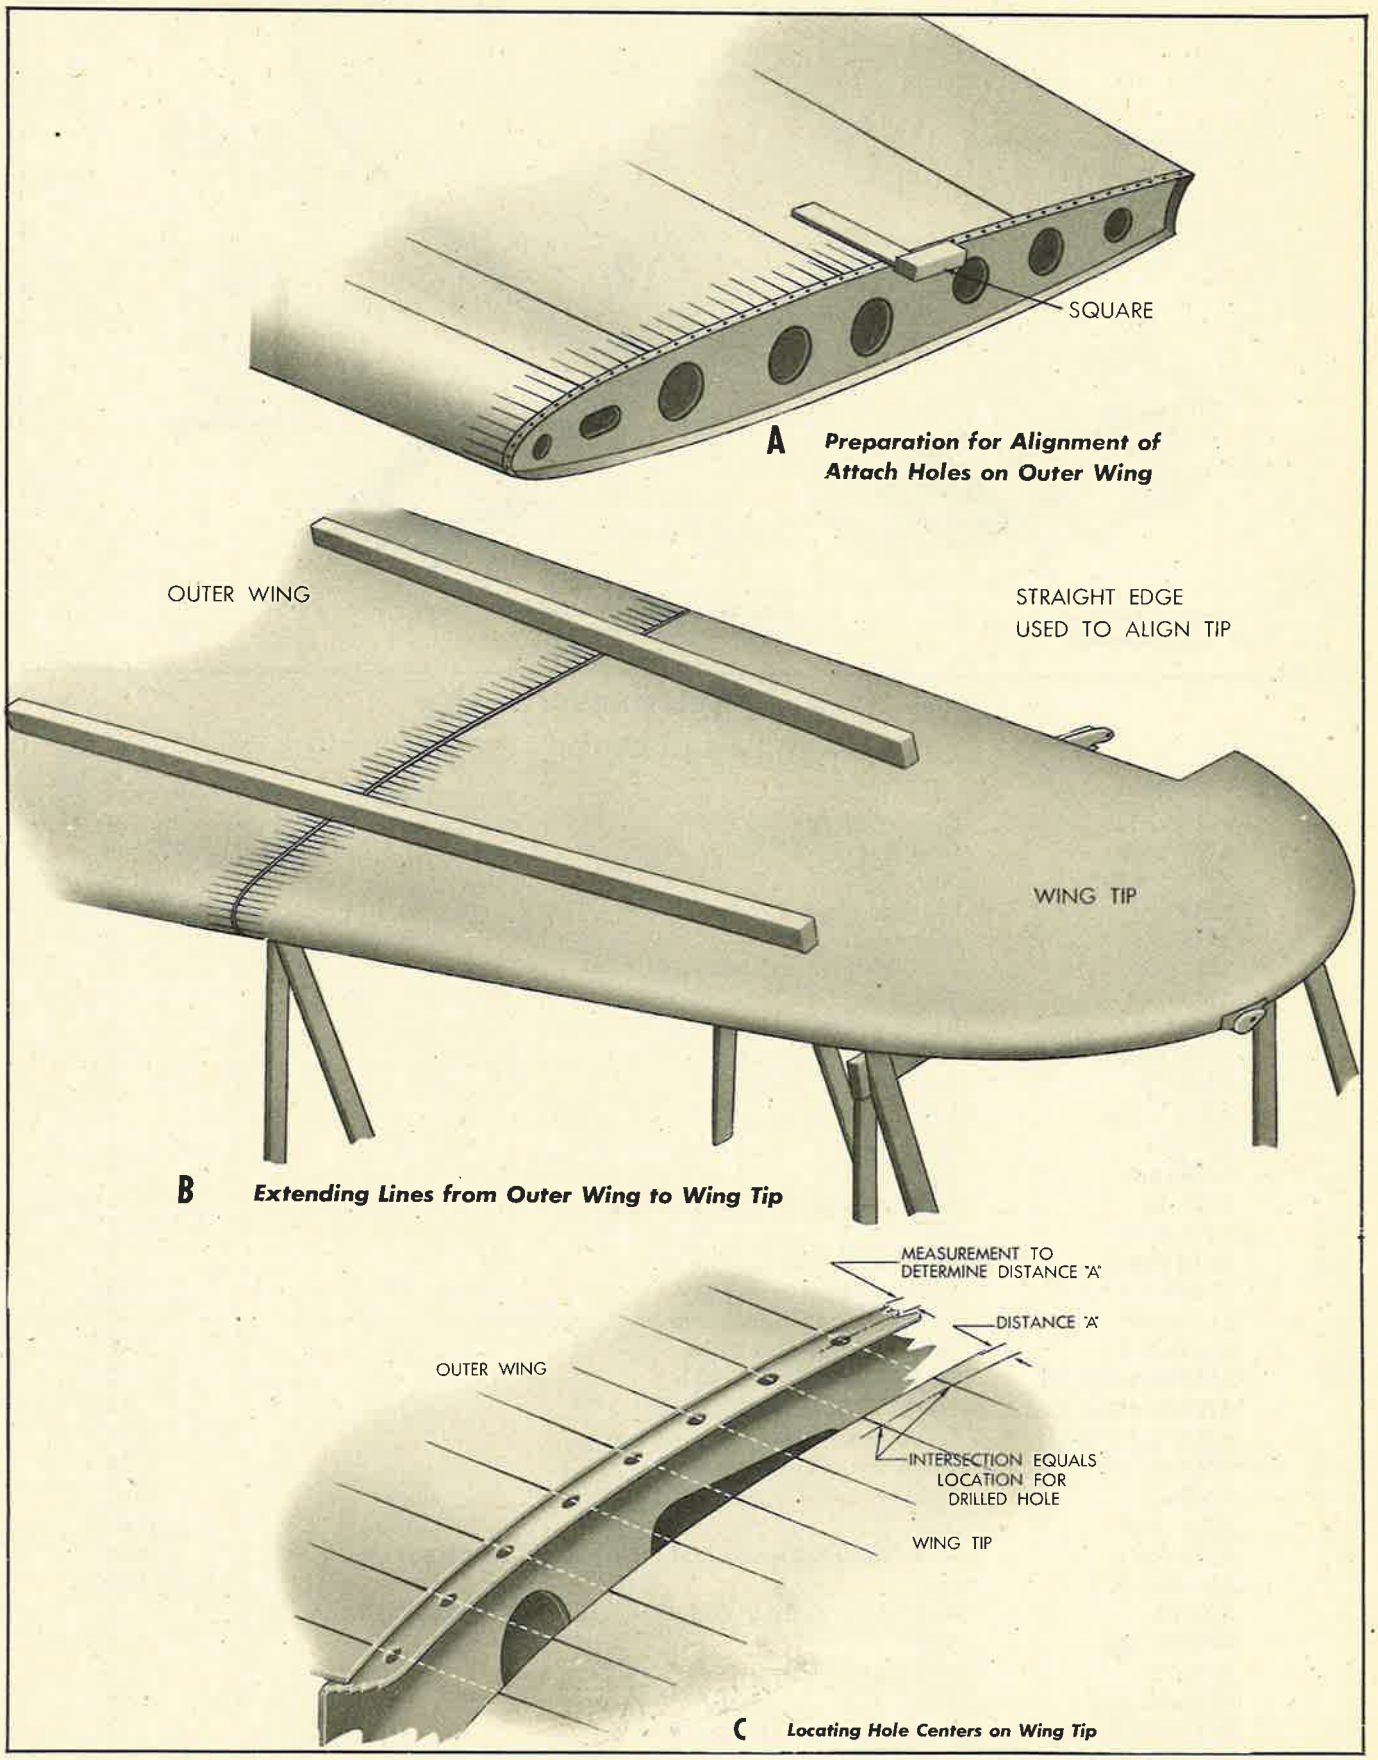

Figure 118—Installation of Undrilled Wing Tips
2. Use a 90-degree square on the outer wing stub and with a pencil, draw a line from the center of each attach hole on to the skin of the wing, as shown in A, figure 118. Do not use a scribe.
3. Slip the new undrilled wing tip on to the outer wing. Place two 10-foot straightedges over the wing and tip as shown in B, figure 118. Run a string through the aileron hinge holes. Tie the string at the hinge farthest inboard on the wing so that it passes through the hinge hole in this bracket. The straightedges must lie flat on the surface of the wing and wing tip, and the string should be pulled taut and float through all the hinge holes. This will indicate that the hinges are in perfect alignment.
4. After the wing tip is correctly located, place a ruler along the lines on the wing and extend the line onto the wing tip, as shown in B, figure 118. After all location lines have been transferred from the wing to the tip, remove the tip from the wing.
5. Determine the distance the center points of the holes in the attach flange are from the skin of the wing as shown in C, figure 118.
6. Transfer the measurement determined above to the wing tip as shown in C, figure 118.